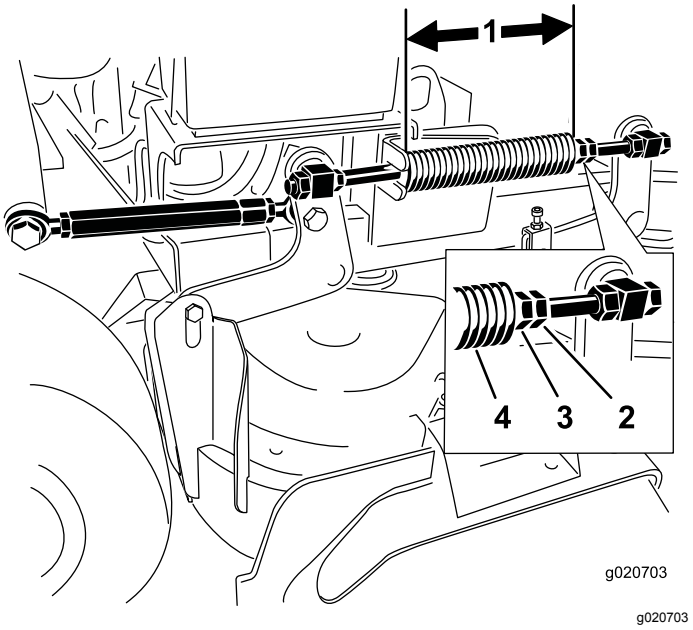

Figur 87
Obs: Den nominella längden är 28,2 cm för klippdäck på 91 cm och 25,7 cm för klippdäck på 102 cm (Figur 87).
3. Justera det här avståndet genom att lossa fjäderkontramuttern och vrida muttern framför respektive fjäder (Figur 87).
4. Lås muttern på plats genom att dra åt fjäderkontramuttern (Figur 87).